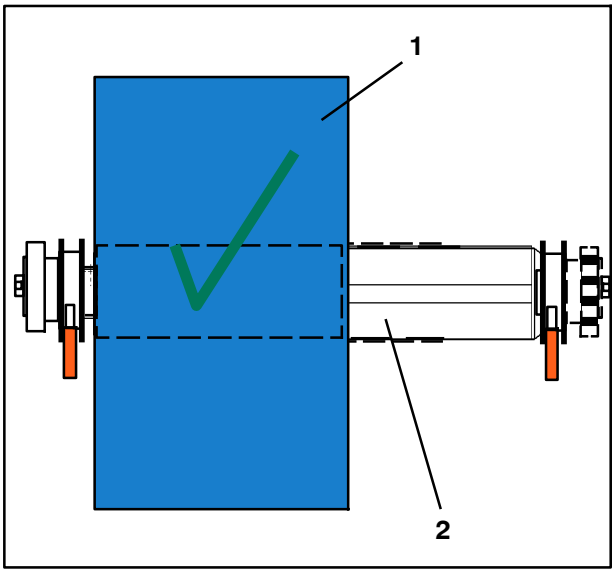

Fig. 3 Arbre à friction et bobine
- Monter la bobine (Fig. 3/1) de manière à ce qu'elle ne dépasse pas de l'arbre à friction (Fig. 3/2).